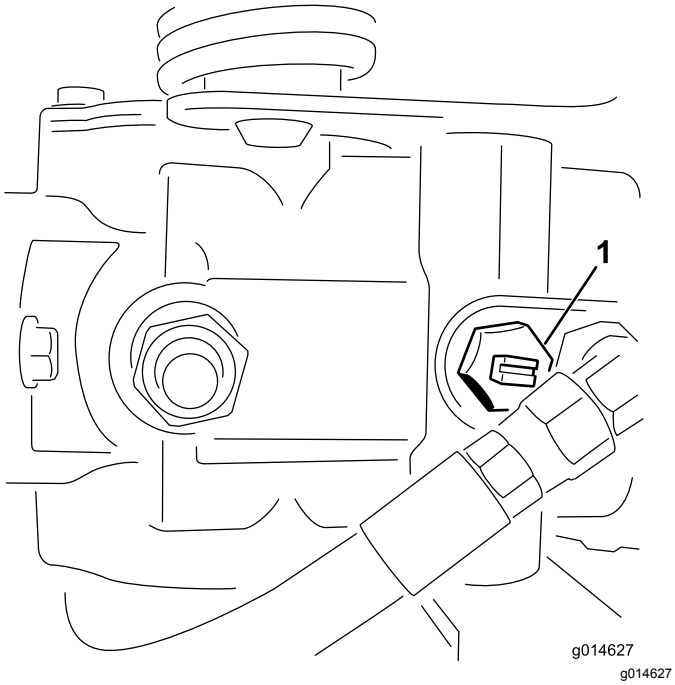

**Figur 25**
1. Lokalisera överströmningsventilen på pumpen och vrid den så att skåran är lodrät (Figur 25).
2. Stäng överströmningsventilen genom att vrida den så att skåran är vågrät (Figur 25) innan du startar motorn.